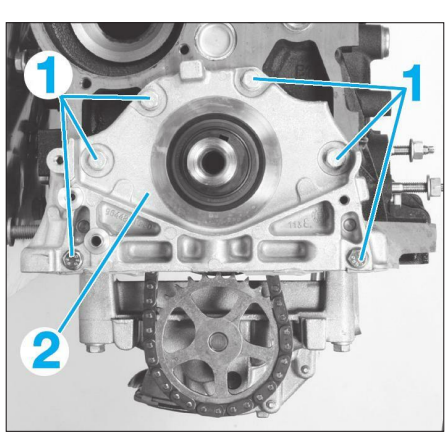

**Fig. 15**
- les vis (1) du carter de fermeture (2) côté pompe à huile **(Fig.15)**,
- le carter (2) de fermeture coté pompe à huile,